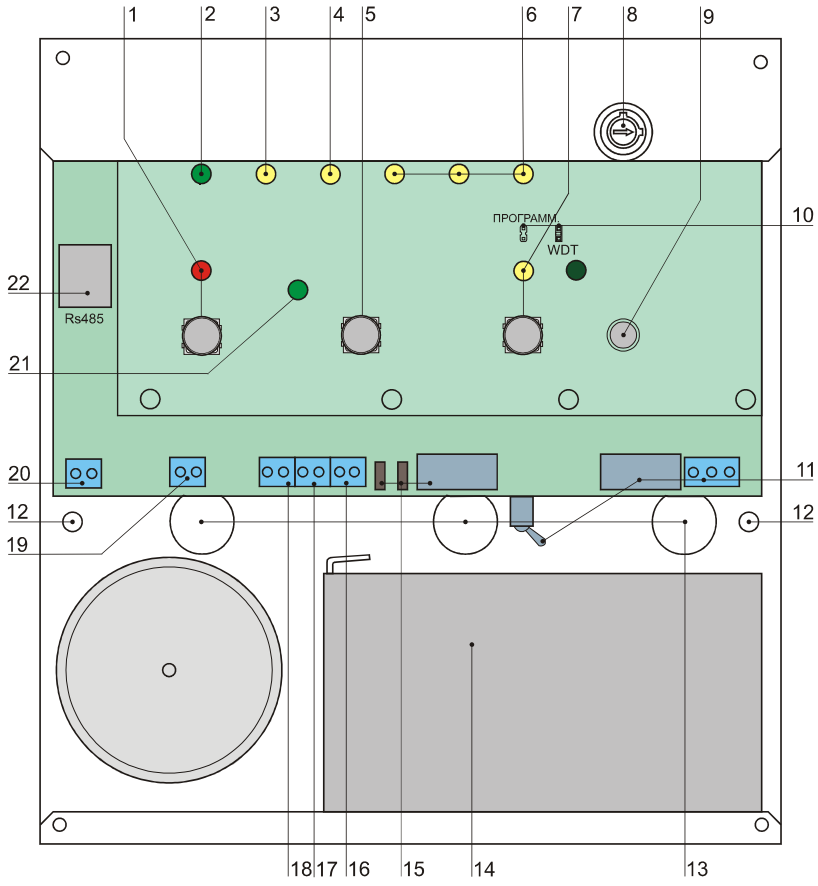
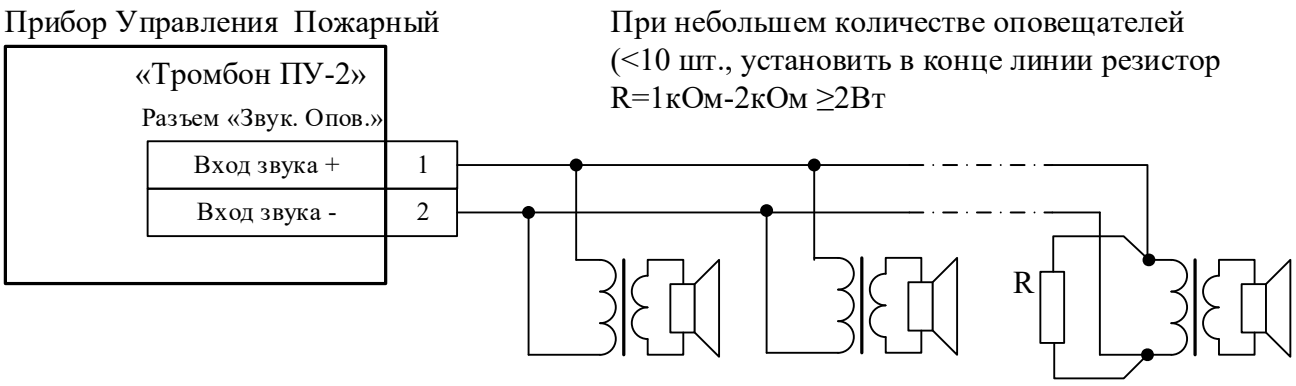

Рис. 2. Вид на прибор Тромбон ПУ-2 со снятой крышкой
Рис. 8. Схема подключения речевых оповещателей к прибору Тромбон ПУ-2.
5.3. Подключить к Прибору линию связи с ППКП (прибором приемным контрольным пожарным). Для подключения к ППКП у прибора Тромбон ПУ-2 имеется специальный вход «Пожар» (Рис. 2 поз. 18). Этот вход может быть подключен как к релейному выходу ППКП, так и к выходу типа
Подключение к компьютеру или сопряженной системе безопасности выполняется через порт «RS485» (рис. 2, поз. 22) кабелем «Витая пара». Назначение контактов разъема «RS485» приведено на рисунке 7. Подключение выполняется по 2-х проводной линии, используется только одна пара контактов
5.5. Подключение линии связи с речевыми оповещателями (линии звукового оповещения). Линия подключается к разъему «Звук. Опов.» (рис. 2, поз. 19). Все оповещатели подключаются к одной двухпроводной линии связи параллельно, см. рисунок 8. Полярность подключения значения не имеет. Однако необходимо, чтобы все оповещатели установленные в одном помещении, имели одинаковую полярность подключения.
5.7. Подключение к выходам «Неисправность» и «Пуск» (рис. 2, поз. 16, 17). Выходы «Неисправность» и «Пуск» предназначены для передачи информации о состоянии Прибора в другие системы. Оба выхода выполнены по схеме «Открытый коллектор», поэтому при подключении к ним необходимо соблюдать полярность. Назначение контактов выходов указано на рисунке 12.
5.8. Разъем «230В» (рис. 2, поз 11) предназначен для подключения Прибора к сети питания переменного тока 230В 50Гц. Средний контакт разъема предназначен для подключения прибора к шине защитного заземления.